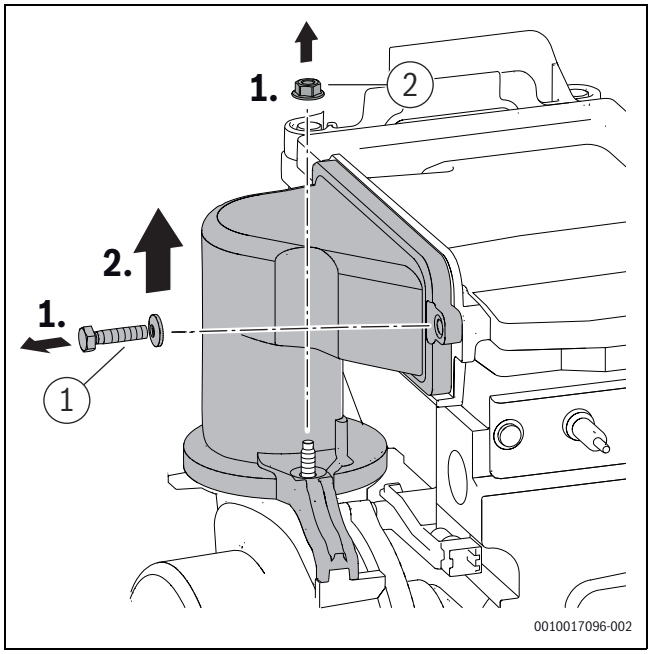

Fig. 45 Démonter le dispositif de mélange
- ▶ Serrer les vis du dispositif de mélange ([1+2], fig. 45) à 5,5+0,5 Nm.